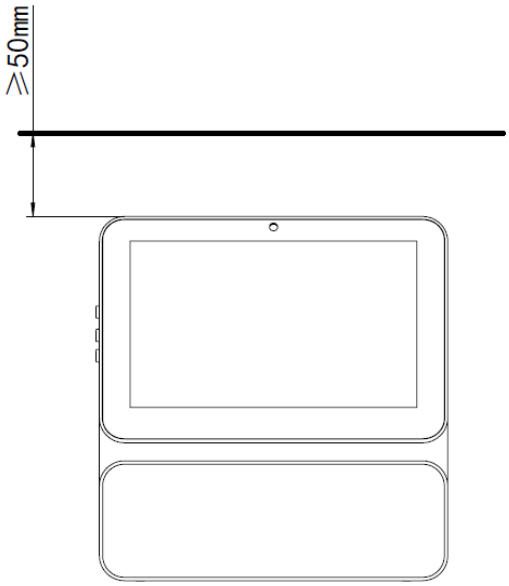

Fig. 2　Schematic diagram of top reserved space
- Please do not place the instrument in a position that is difficult to operate, in order to facilitate the safe operation and use of the instrument, it is recommended that a gap of not less than 50mm be left at the top of the instrument, or if placed on a desktop, the instrument should be placed at a distance of not less than 100mm from the edge of the desktop at the front and back of the instrument, and at a distance of not less than 50mm from the edge of the desktop at the two sides of the instrument, as shown in Figs. 2 and 3.